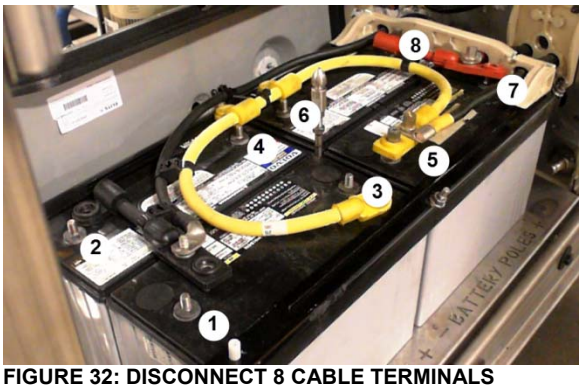

**FIGURE 32: DISCONNECT 8 CABLE TERMINALS**
3. Using a 9/16 hex socket box, disconnect the eight (8) battery cable terminals (FIGURE 32).